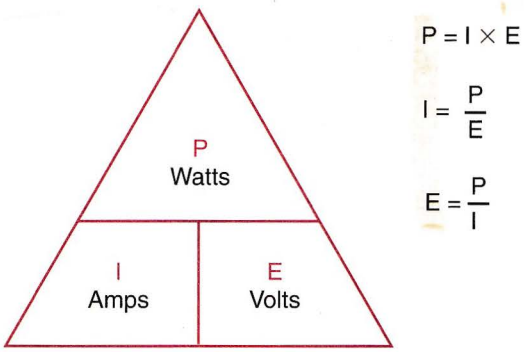

Figure 5-11. Pyramid formula showing Watt's law, which is used to solve power problems.
All motorcycle electrical devices consume electrical power at a given rate. This rate of power consumption is expressed in watts (W), and its symbol is P. As in Ohm's law, the symbol for current is I and is measured in amps. The symbol E is for the pressure in volts. Watt's law provides the equation for determining power consumption. As with Ohm's law, given any two of these factors, the third can be calculated, **Figure 5-11.**